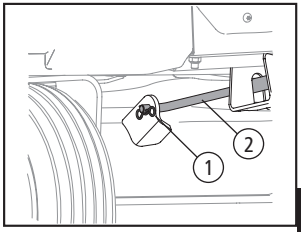

Fig. 28
- Tire o pino (1) de trava da haste (2) de elevação frontal da bandeja que a prende na bandeja. Deslize a haste (2) de elevação para fora do suporte de suspensão dianteira [Fig. 28].